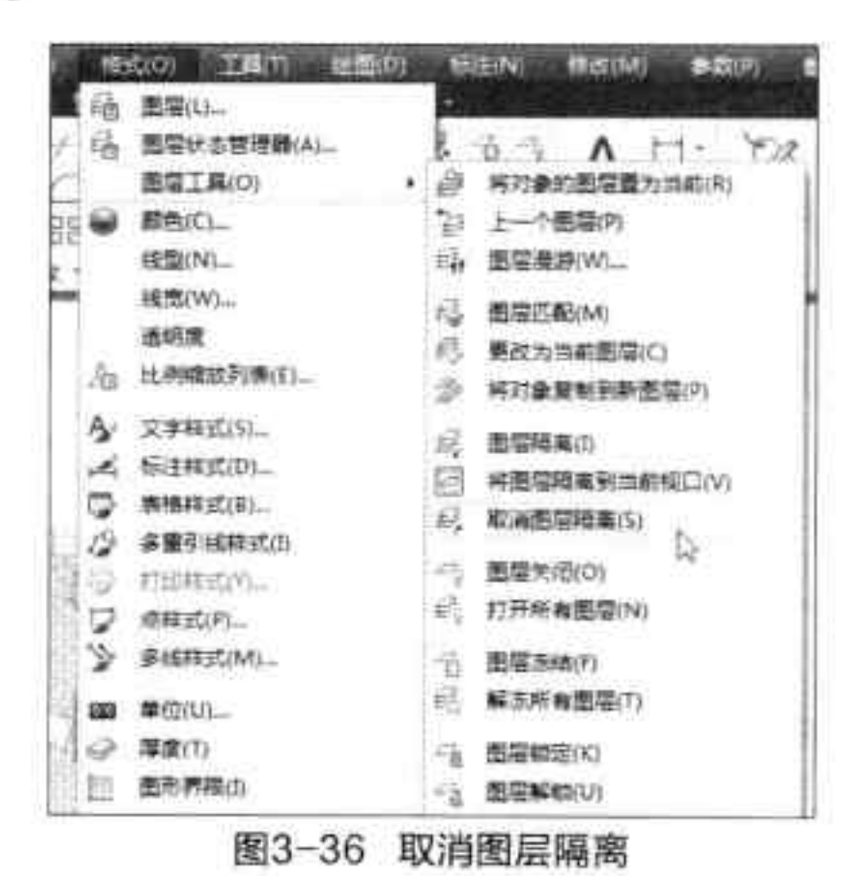

图3-36 取消图层隔离
Step 06 执行“格式>图层工具>取消图层隔离”命令，可解锁其他图层上的图形，如图3-36所示。